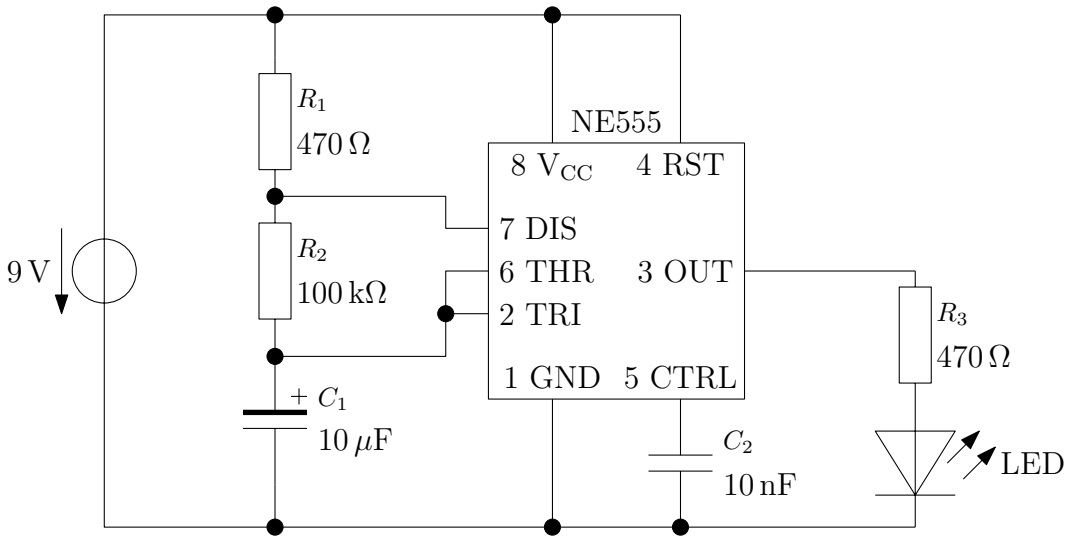

Abbildung 2.29: Experiment – Astabile Kippstufe mit NE555
**Versuchsaufbau und -durchführung** Bauen Sie die Schaltung nach Abb. 2.29 auf. Beobachten Sie die LED.